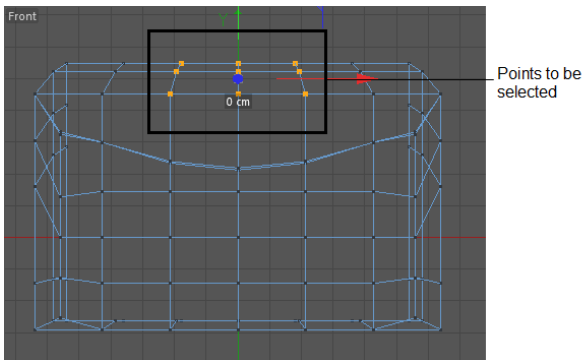
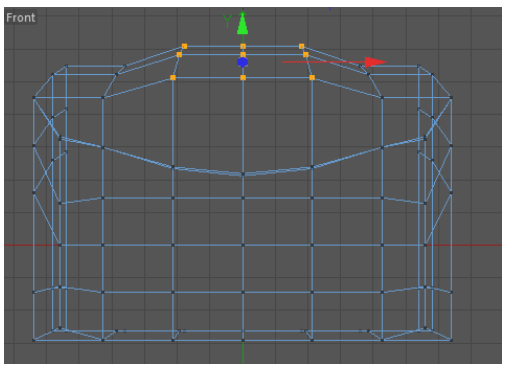

Figure 3-34 *The points to be selected*
Figure 3-35 *Moving the selected points upward*
24. Select the center points of *Computer mouse* in the Front viewport, as shown in Figure 3-34. Next, move the selected points upward in the Front viewport, as shown in Figure 3-35.